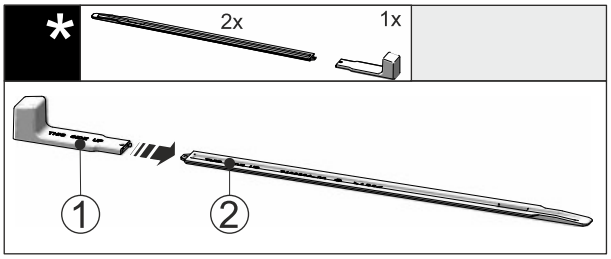

Fig. 50
▶ Attach the installation handle *Fig. 50 (1)* to the levelling rail *Fig. 50 (2)*.